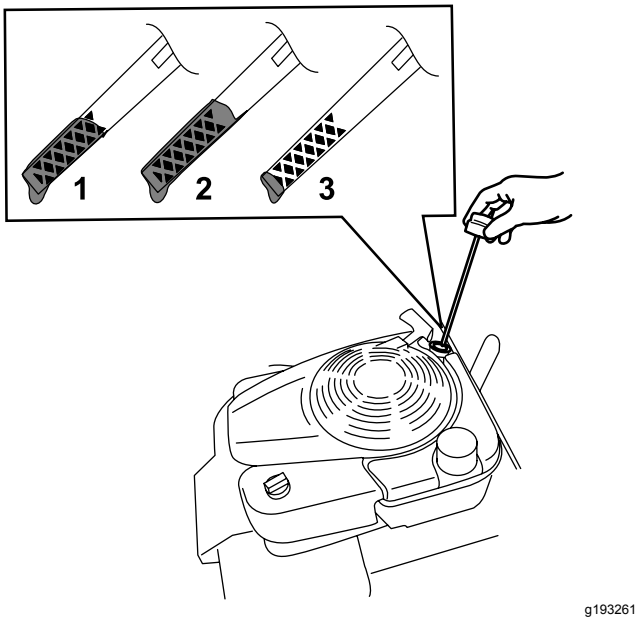

Figuur 14
2. Verwijder de peilstok door de dop linksom te draaien en eruit te trekken (Figuur 14).
5. Lees het oliepeil af van de peilstok (Figuur 14).
- Als het oliepeil op de peilstok te laag is (Figuur 14), giet dan voorzichtig een kleine hoeveelheid SAE 30 of SAE 10W-30 reinigingsolie in de vulbuis, wacht 3 minuten en herhaal stappen 3 tot en met 5 totdat de peilstok het juiste peil aangeeft. Raadpleeg Motorolie verversen (bladz. 20) voor het olietype.
- Als het oliepeil op de peilstok te hoog is (Figuur 14), tapt u de overtollige olie af totdat de peilstok het juiste peil aangeeft, zie Motorolie verversen (bladz. 20).